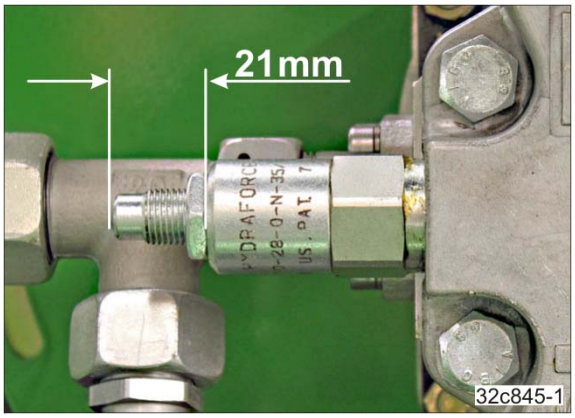

Fig. 121
2. Das Druckbegrenzungsventil auf das werkseitig eingestellte Maß „21 mm“ (Fig. 121) einstellen.